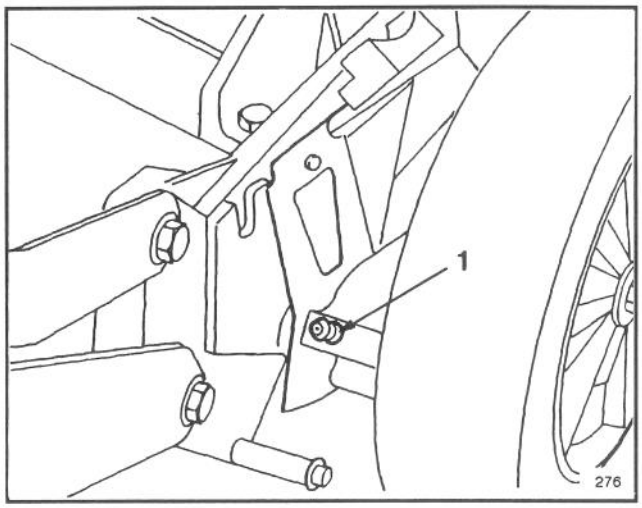

Abb. 25
2. Die Verstellhebel für die Schnitthöhe der Hinterräder auf "C" einstellen. Alle Schmiernippel mit einem Lappen sauberwischen (Abb. 25). Eine Fettpresse ansetzen und in jeden Nippel zwei bis drei Hübe Mehrzweckfett #2 auf Lithiumbasis einpressen. Zu starker Druck kann die Abdichtungen beschädigen.